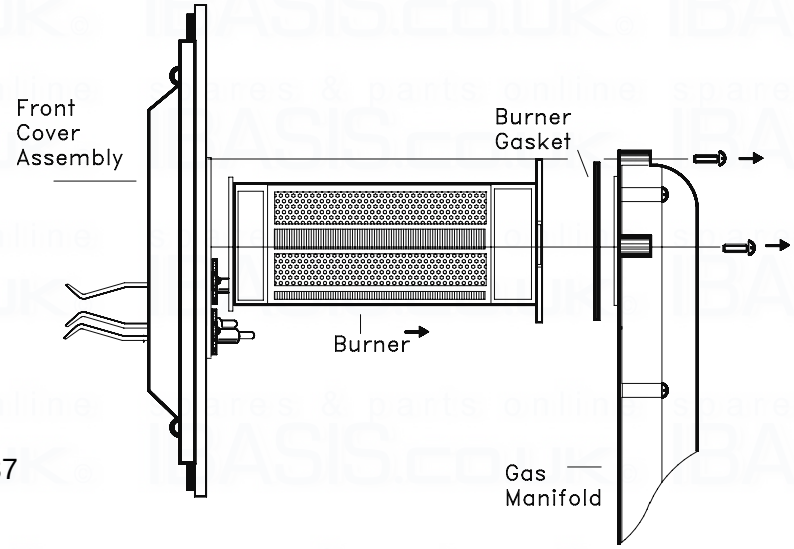

Fig.37
8.5 TO REMOVE/REPLACE THE BURNER (FIG.37)